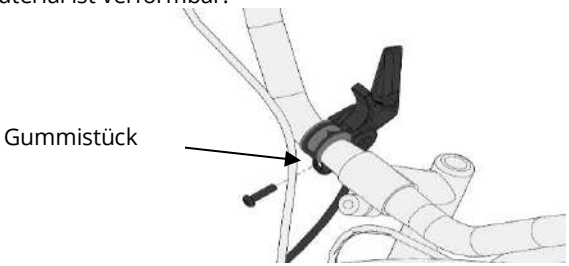

Abbildung 44 - Positionierung des Feststellhebels des Neigungssystems
- Legen Sie das im Beutel mit dem Handbuch mitgelieferte Gummistück auf der Klemme auf dem Hebel, im Inneren der Klemme (siehe Abbildung 44);